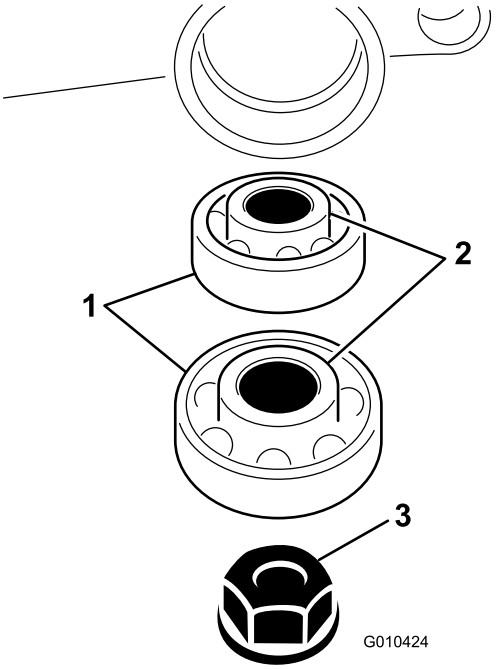

Figur 10
10. Skjut in lagren på trimsatsaxeln i trimsatshuset (Figur 10).
11. Fäst trimsatsaxeln på trimsatshuset med hjälp av en mutter (3/8 tum) i enlighet med (Figur 10).